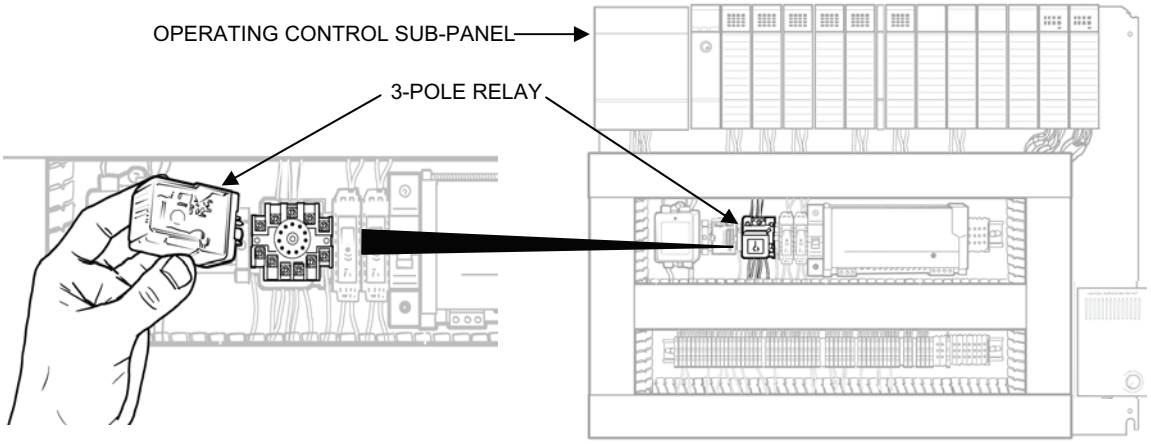

Figure 10. 3-Pole Relay Removal.
3. Remove the 3-pole relay as follows (see Figure 10):